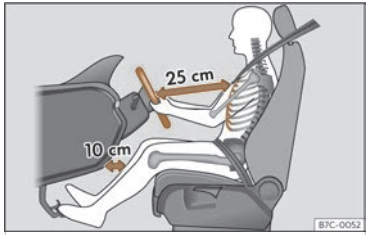

Abb. 16 Der richtige Abstand des Fahrers zum Lenkrad muss mindestens 25 cm (10 inch) betragen.
- Lenkrad so einstellen, dass der Abstand zwischen Lenkrad und Brustbein mindestens 25 cm (10 Zoll) beträgt ››› **(Abb. 16)** und das Lenkrad mit beiden Händen und leicht gebeugten Armen seitlich am äußeren Rand festgehalten werden kann.